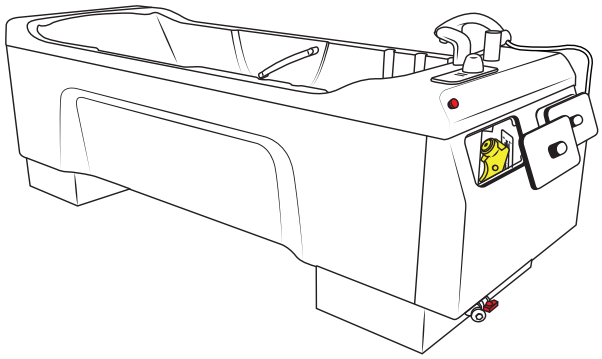

Afbeelding 69
8. Verwijder de kleppen en haal de desinfectie-sproeier uit het compartiment. Zie Afbeelding 69.